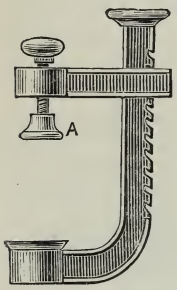

FIG. 5.—AMERICAN CLAMP.
One of the best and neatest clamps for this purpose, as well as for many others, is an American one (Fig. 5). It is of cast iron, bronzed, about 4in. long. The sliding arm has in the mortice a spring which causes the mortice to catch in any one of the little notches cut in the back of the clamp. It is easily moved into position, according to the thickness of the work, which is then further compressed by a turn or two of the screw. The piece (A) which rests on one side of the work, is capable of turning upon the end of the screw, and, being broad, forms a better face, and does not injure the surface of the work, as the end of the screw itself would do. One great recommendation of the tool is its cheapness. It is to be had of Mr. Churchill, of Finsbury, who imports all sorts of American tools and "notions," all cheap and generally good. Two or three should be procured.